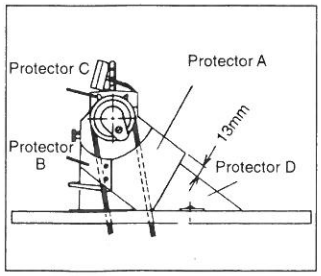

Fig. 5
b) La protección de la correa se basa en 4 piezas, tres unidas a la máquina y una sujeta a la bancada. Sitúelas de forma que ni la correa ni el volante rocen con las mismas. Tenga en cuenta que se pueda abatir la máquina (Ver fig. 5).